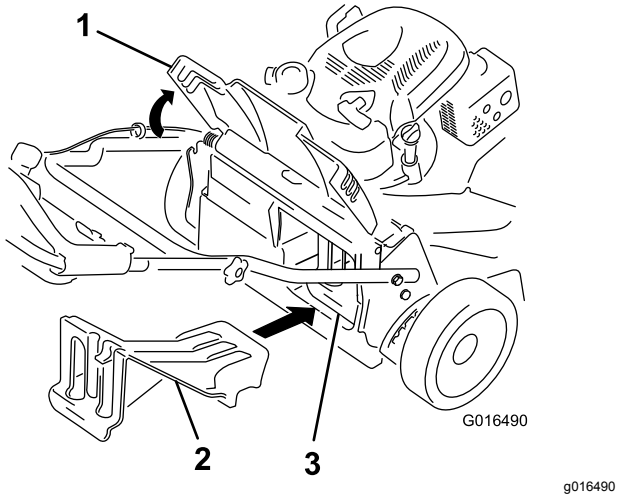

Figure 25
- Si l'obturateur d'éjection arrière n'est pas installé, saisissez-le par la poignée, relevez le volet arrière et insérez-le dans la goulotte d'éjection arrière jusqu'à ce que le dispositif de verrouillage s'enclenche ; voir Figure 25.
Important: **Assurez-vous que l'obturateur d'éjection arrière est en place avant de procéder au recyclage (Figure 25).**